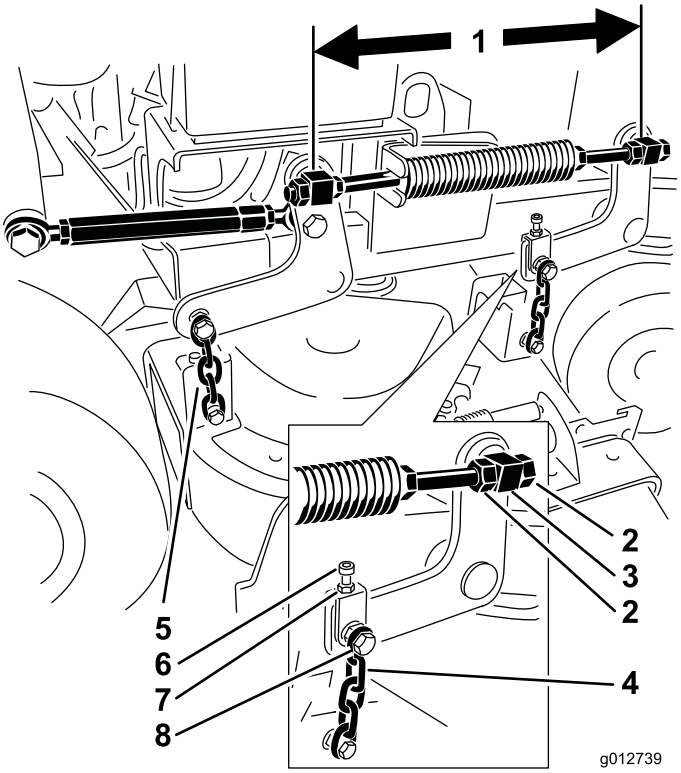

Figura 84
6. Verificate la distanza tra le parti girevoli, prendendo come riferimento per la misurazione il centro delle parti girevoli (distanza da centro a centro) sull'asta filettata. Questa distanza deve essere di 49,5 cm per piatti di taglio da 91 cm e di 43,7 cm per piatti di taglio da 102 cm (Figura 84).
9. Manipolate i controdadi della parte girevole anteriore per regolare la distanza tra le parti girevoli anteriore e posteriore del lato interessato (Figura 84).
11. Manipolate il bullone di regolazione per ottenere la stessa tensione su entrambe le catene anteriori (Figura 84).
5. Allentate il dado sul bullone superiore della catena e il controdato sul bullone di regolazione (Figura 84).
6. Manipolate il bullone di regolazione in modo tale che la parte anteriore **A** risulti da 6 a 10 mm più bassa della parte posteriore **B** (Figura 84).